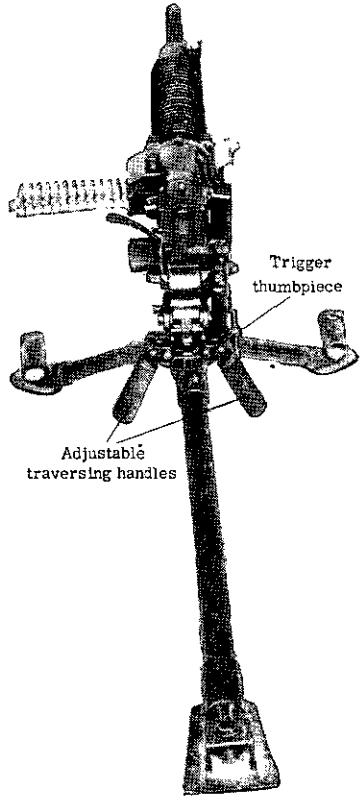

Figure 69.—Model 92 (1932) 7.7-mm heavy machine gun (rear view).
(1) The large radiating rings (air-cooling flanges).
(2) The adjustable traversing handles (figs. 69 and 70).
(3) The cocking handle on the right side.
(4) The trigger thumbpiece (figs. 69 and 70).
(1) *Safety.*—Turn the trigger thumbpiece clockwise for "safe." When the feed strip is removed, the bolt is locked in the rear position. When a strip is inserted and the bolt is unlocked, the gun can be fired by pressing on the trigger thumbpiece (figs. 69, 70, and 75).